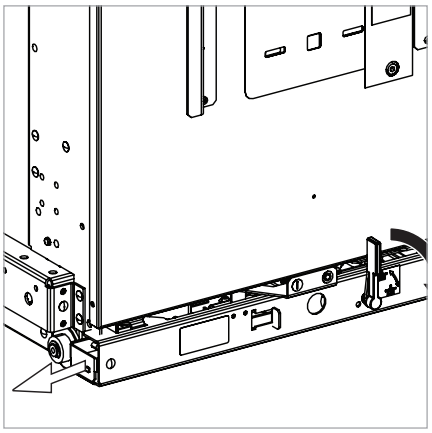

Fig. 22
- Les modules pont de barres HVX pour cellules PIX High s'imbriquent dans la cellule via l'actionnement de l'interverrouillage du module (Fig. 22).